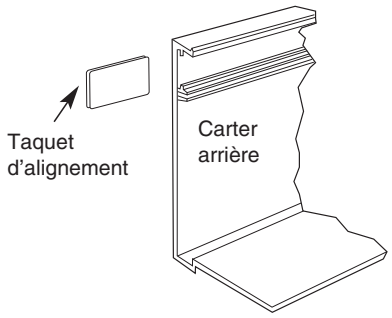

Fig. 5
8. Montez le radiateur sur la cloison en utilisant des vis, des boulons ou des ancrages (fournis par l'installateur) en fonction du type de structure murale. Des taquets d'alignement peuvent être insérés dans les carters arrière jointifs pour assurer leur alignement régulier. Voyez la Figure 5 pour les détails.